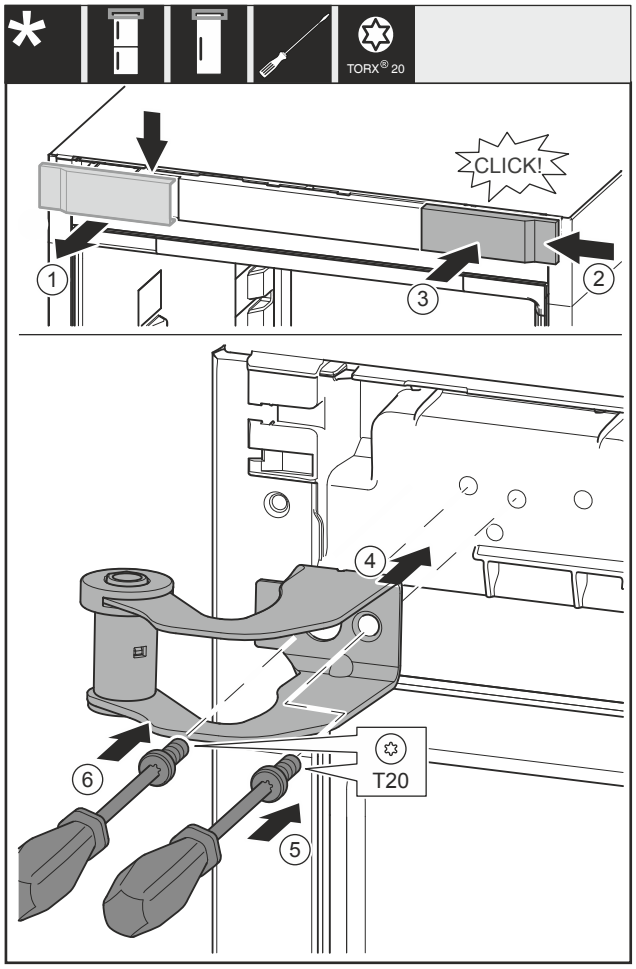

Fig. 36
- ▶ Abdeckung *Fig. 36 (1)* von oben nach vorne abnehmen.
- ▶ Abdeckung *Fig. 36 (2)* um 180° gedreht auf der anderen Seite von rechts einhängen.
- ▶ Abdeckung *Fig. 36 (3)* einrasten.
- ▶ Oberen Lagerbock *Fig. 36 (4)* ansetzen.
- ▶ Schraube *Fig. 36 (5)* festdrehen.
- ▶ Schraube *Fig. 36 (6)* festdrehen.